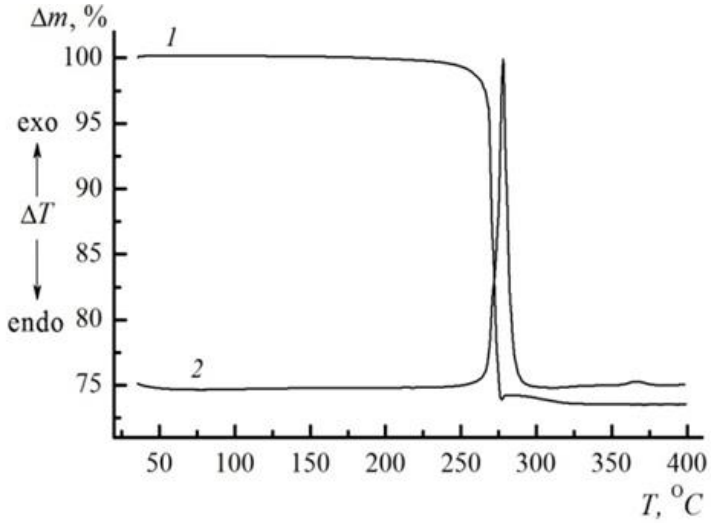

Рисунок 3 – Пример данных ТГ (1) и ДСК (2) для интерпретации и оформления задания
3) Опишите данные термического анализа. Укажите, какие процессы соответствуют эффектам на кривой ДСК. (Данные термического анализа предлагаются в виде x, y-файла, см. рис. 3).